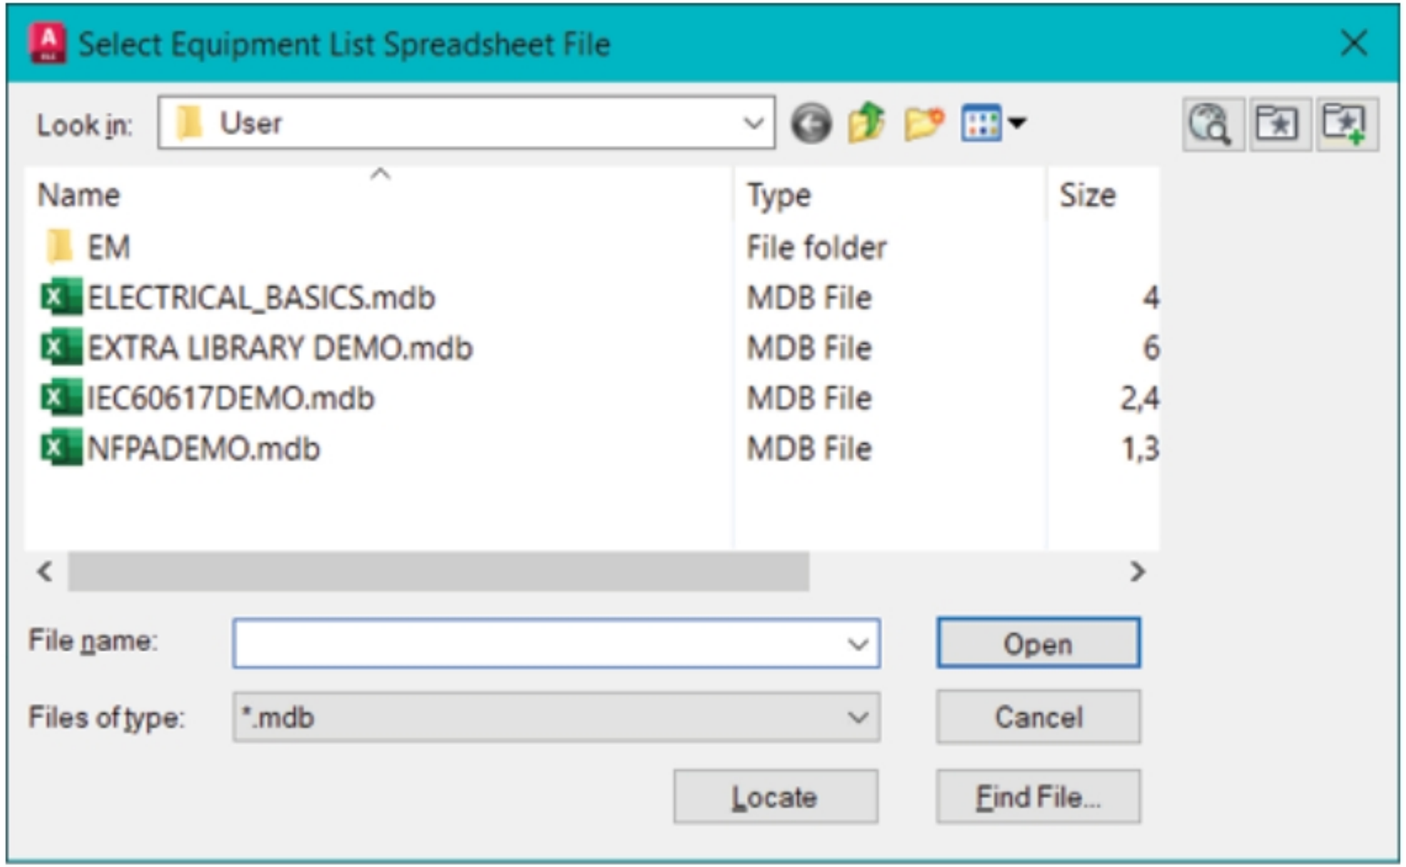

Figure-34. Select Equipment List Spreadsheet File dialog box
- Click on the **Equipment List** tool from the **Component** drop-down. The **Select Equipment List Spreadsheet File** dialog box will be displayed; refer to Figure-34.